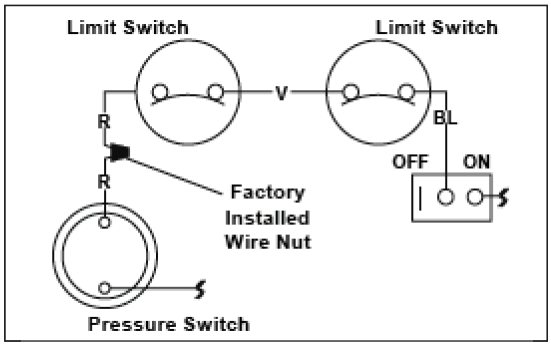

Figure 3-17 — Wiring Before Modification
2. Remove factory-installed wire connector between two (2) red wires labeled “CONNECTION FOR FIELD INSTALLED CONTROL SWITCH.” (See Figure 3-17.)